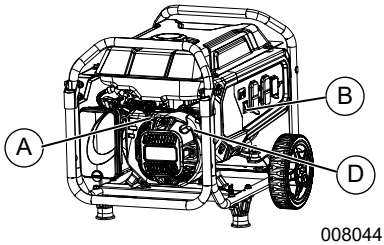

Figura 3-2. Controles del motor
3. Consulte la ***Figura 3-2***. Abra la válvula de cierre del combustible (A)
4. Gire el interruptor (B) de MARCHA/PARO del motor a la posición RUN (Marcha). Consulte la ***Figura 3-2***.
6. Consulte la ***Figura 3-2***. Sujete el tirador de la cuerda de arranque (D) y tire de él ligeramente hasta que note que la resistencia aumenta. Tire rápidamente hacia arriba y hacia afuera.